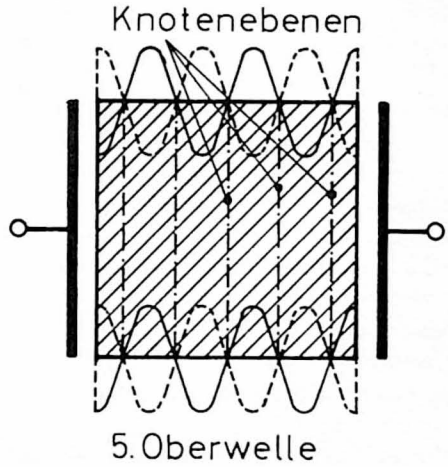

Bild 36
5. Dickenscherungsschwinger mit Oberwellenerregung (Bild 36) werden im Frequenzbereich von 10 bis 150 MHz ausgenutzt. Anregbar sind allerdings nur Frequenzen, die den ungradzahligen Harmonischen entsprechen. Man benutzt im allgemeinen für 10 bis 60 MHz die dritte, für 60 bis 100 MHz die fünfte und für 100 bis 150 MHz die siebente Harmonische.